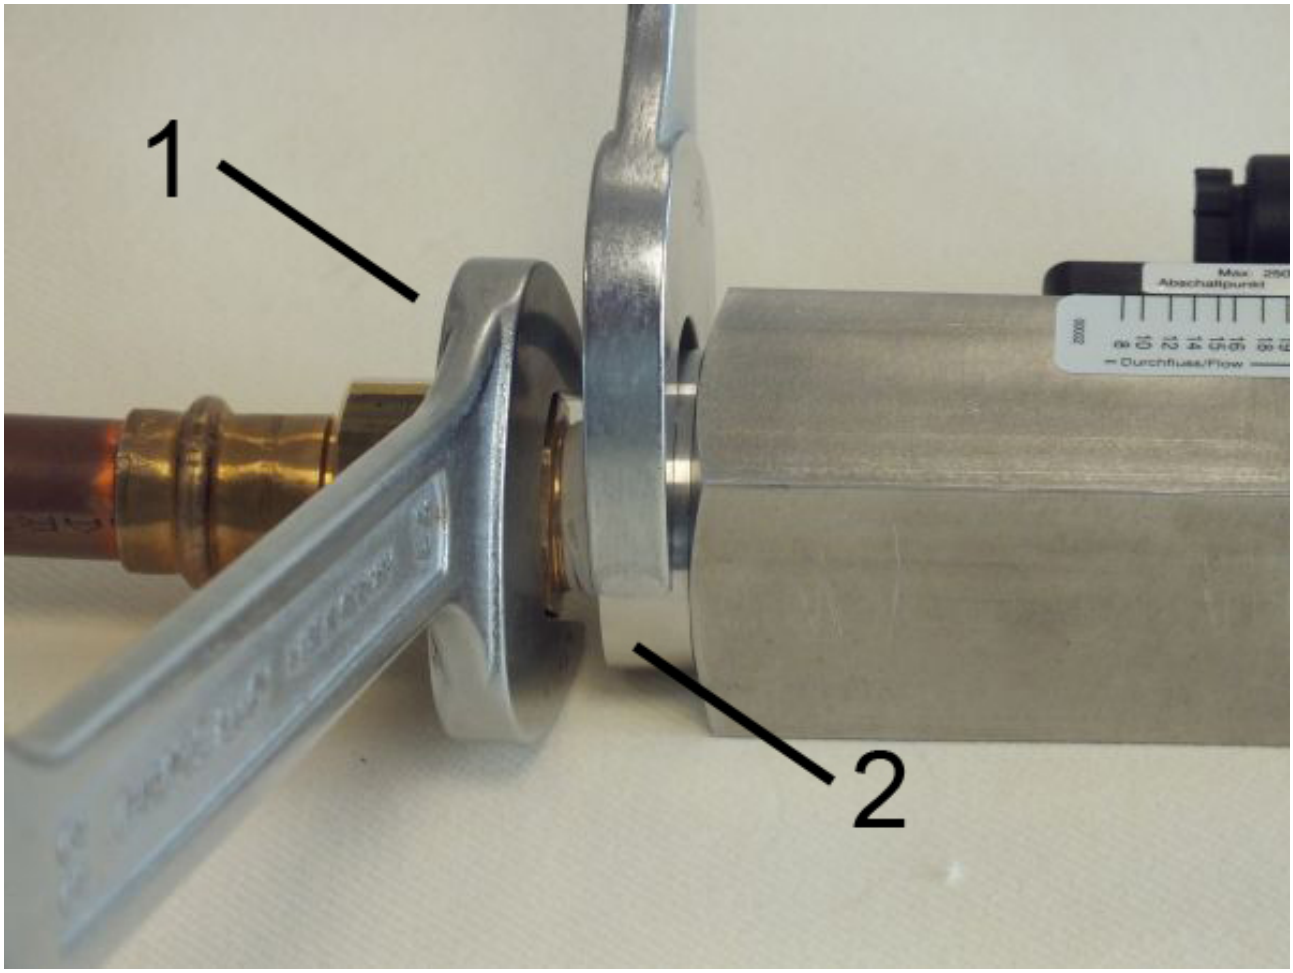

Fig. 11: Screw in the device
3. Keep turning in the adapter union (*Fig. 11*/1) while holding the process connection of the device locked (*Fig. 11*/2) until the connection is tight.